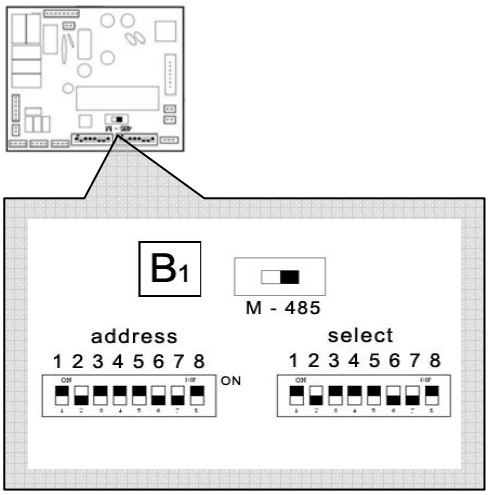

图 10
5、如选择曼码方式通讯的 AD/AB 协议，应将解码板上标识“M-485”上方的双掷开关拨至‘M’位置；如选择 RS-485 标准通讯协议，应将其拨至‘485’位置（见图 10）。
※ 注：图 10 中标识“address”下面是八位地址拨码开关，具体设置见表 9；标识“select”下面是八位功能拨码开关。